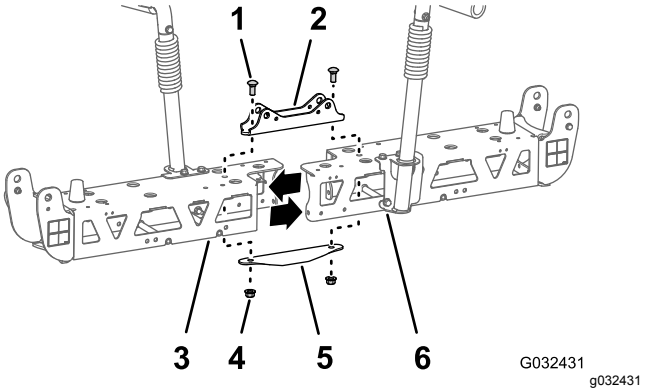

**Figur 75**
2. Afmonter de 2 bræddebolte (1/2 x 1-1/4 tomme) og 2 låsemøtrikker (1/2 tomme), der fastgør det smalle cylinderbeslag, venstre og højre afstiverstel og den smalle stødplade (Figur 75).